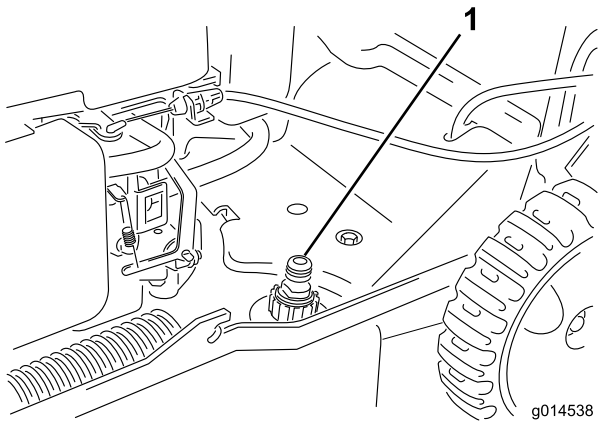

Figur 27
3. Anslut en trädgårdsslang, som är ansluten till en vattenkälla, till tvättanslutningen på klipparkåpan (Figur 27).